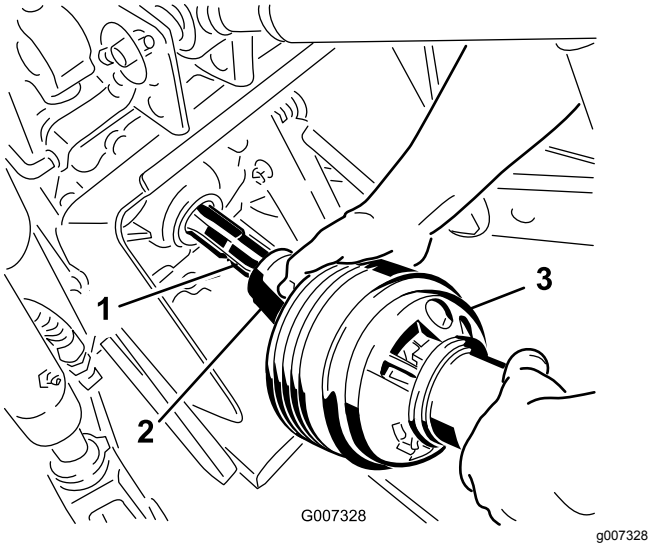

Figuur 24
3. Sluit de aftakas aan op de aftakas van de tractor (Figuur 24).